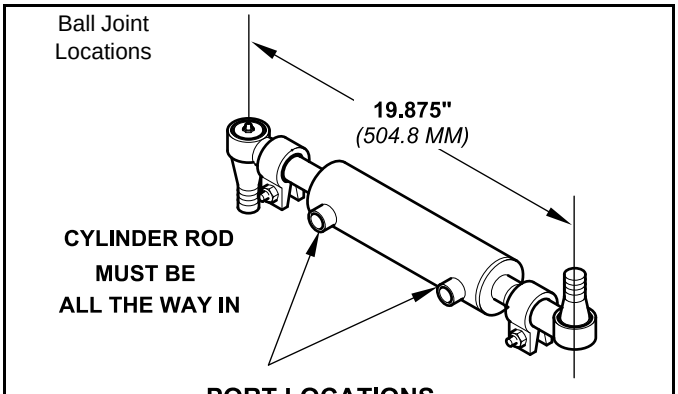

FIGURE 10-23
8. If the ball joints were removed, install them to the cylinder ends. Turn the ball joint onto the threads 18 turns. Be sure to locate the ball joints as illustrated in Figure 10-23. Then measure the distance from center of one grease fitting to the center of other grease fitting. The dimension should be 504.8 mm (19-7/8 in).